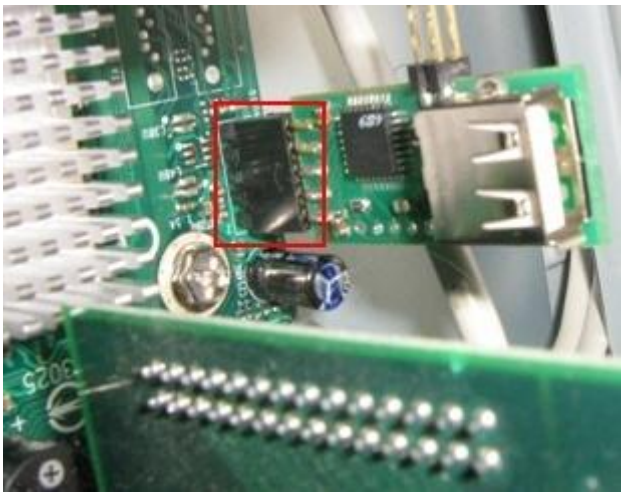

Figure 2.3—8 Connecting the USB Watchdog device to the mother board
3. Connect the Reset button cable to the four –pin connector of the USB Watchdog device with the help of a pair of contacts (1/0 or 2/0) (Figure 2.3—9). Connecting the Reset button cable to the USB Watchdog device is exemplified in Figure 2.3—10.